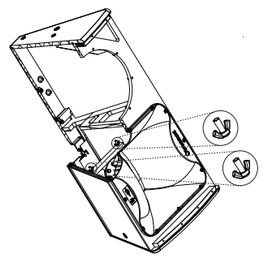

Fig. 3
4. バスドライバーの空洞から手を伸ばし、コンプレッションドライバーの保持ブレースを固定している 2 つの蝶ナットを緩めます（図 3）。
10. 蝶ナットを締めて、圧縮ドライバー保持ブレースに戻します（図 3）。